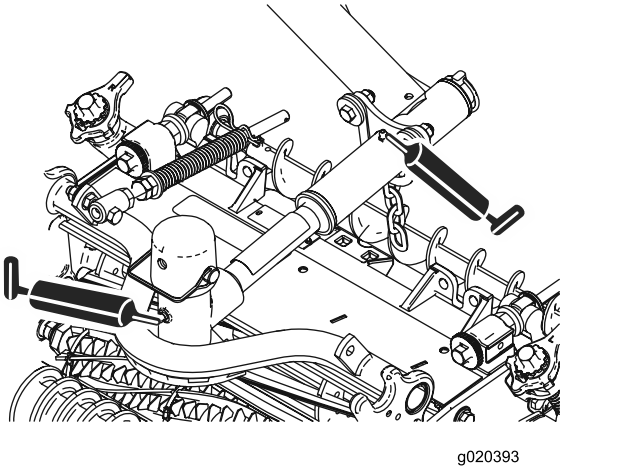

**Figur 48**
- Klippeenhetstapper (2 hver). Se Figur 48.